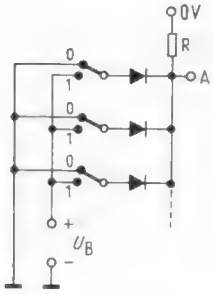

Bild 6. Diodenschaltung eines ODER-Gliedes
2.3 Beispiel für den Aufbau eines ODER-Gliedes *(Bild 6)*